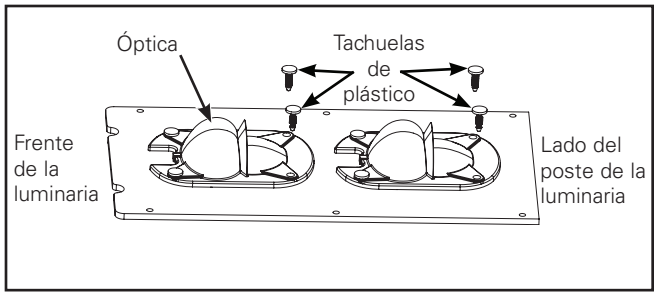
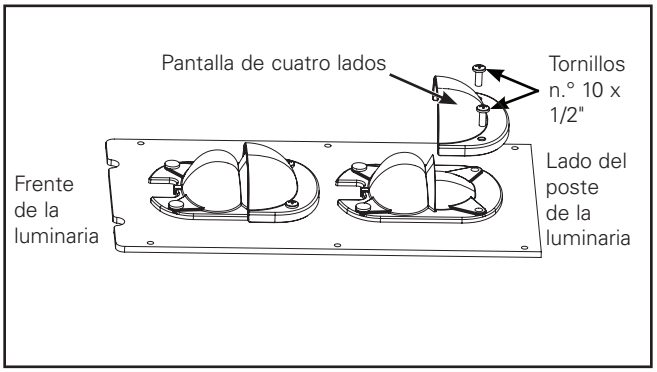

Figura 9.
Figura 10.
Pantalla lateral del alojamiento (Figura 9. y Figura 10.)
1. Quite las tachuelas de plástico en el lado de la óptica. (Figura 9.)
Nota: La pantalla lateral del alojamiento SOLO se debe instalar en el lado trasero de la óptica, como se muestra. NO instalar en el otro lado de la óptica. (Figura 10.)